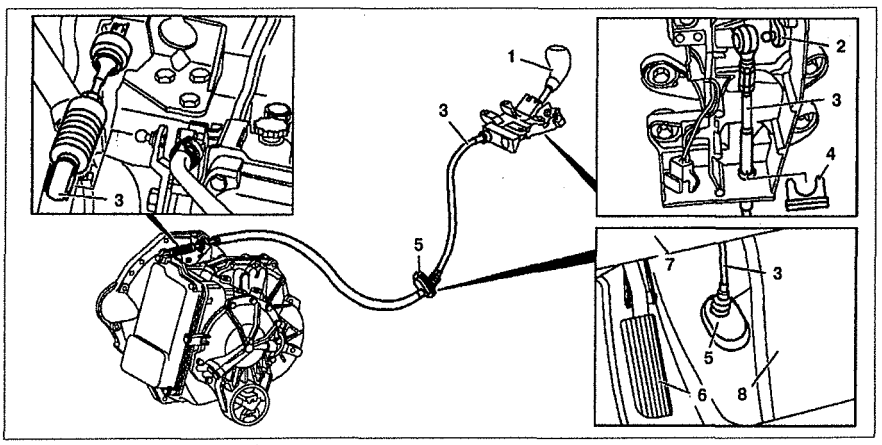

Рис. 6.73. Трос переключения передач:
1. Снимите воздуховод **8** обогрева пассажирского отделения (см.рис. 6.73).